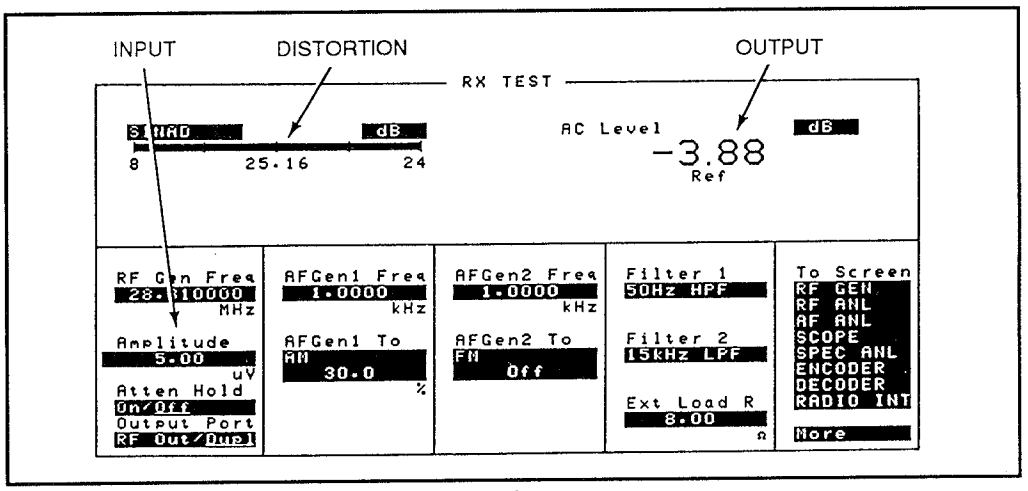

Figure 22: AM AGC measurement results
30%). Set **Ext Load R** to the test load resistance. Set **AC Level** meter to measure watts (see Figure 22).
5. On the HP 8920A, select **AC Level** then press the REF SET key (3).
7. On the HP 8920A, select **AC Level** then press the REF SET key (3). Change SINAD meter to read distortion. Tune **Amplitude** over the range of 500 mV to 5 mV. Distortion (for given input) is displayed as shown in Figure 22 (should not exceed ±10%). Relative output level (for given input) is displayed as **AC Level** (should not exceed ±10 dB).